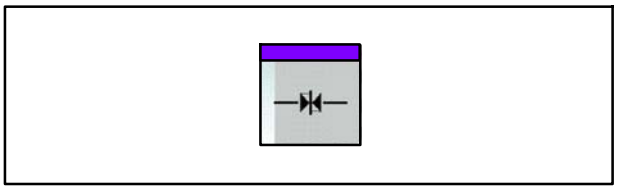

Fig. 183 Touche Fermer les genouillères
14. Appuyer simultanément sur les deux touches Fermer les genouillères (Fig. 183) (commande bimanuelle) pour verrouiller définitivement les arbres à friction